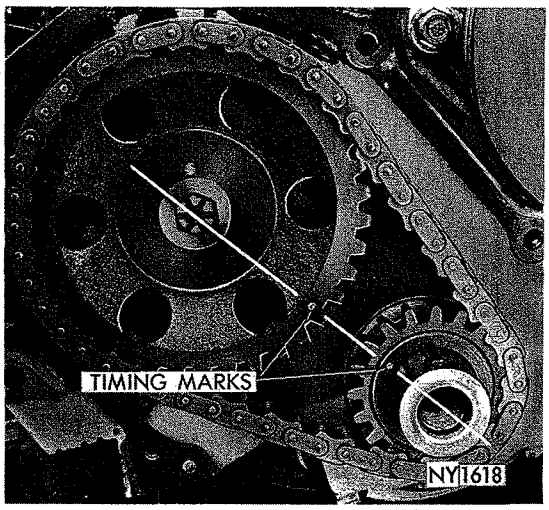

*Fig. 21—Alignment of Timing Marks*
(1) Turn crankshaft to line up the centerline of camshaft and crankshaft with the timing mark on crankshaft sprocket.
(2) Install camshaft sprocket and timing chain.
(3) Line up timing marks on the sprockets with the centerline of crankshaft and camshaft (Fig. 21).
(4) Tighten camshaft sprocket lock bolt to 35 foot-pounds.